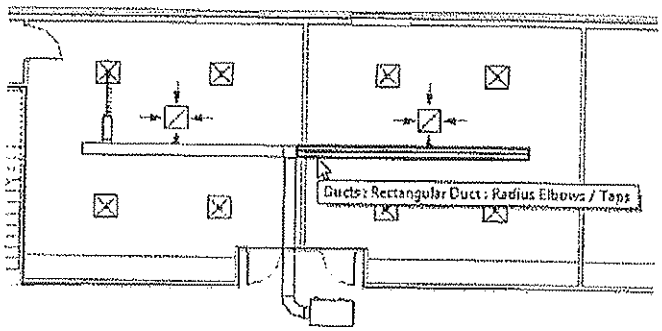

Figure 8–55
3. Open the Mechanical>HVAC>3D Views>**01 MECHANICAL - AREA B 3D** view and review the ductwork you have drawn so far to see the connections as shown in Figure 8–56.